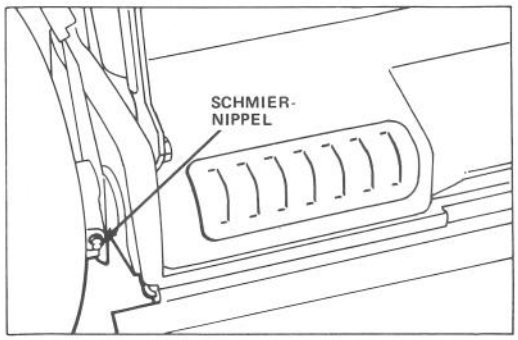

Bild 24
2. Hebel der Schnitthöheneinstellung am Hinterrad auf Stufe "2" stellen. Schmiernippel mit sauberem Tuch abwischen (Bild 24). Fettpresse ansetzen und vorsichtig 2 oder 3 Hub Mehrzweckfett auf Lithiumbasis einpressen.